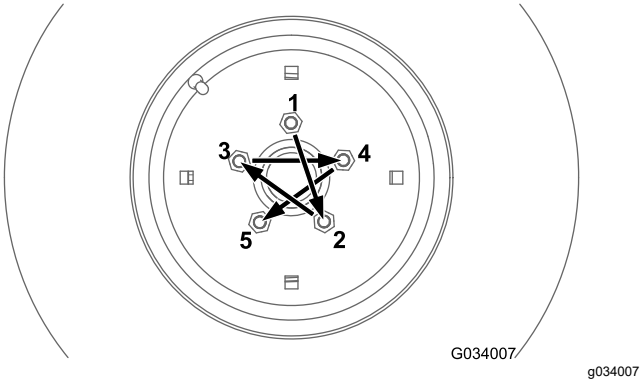
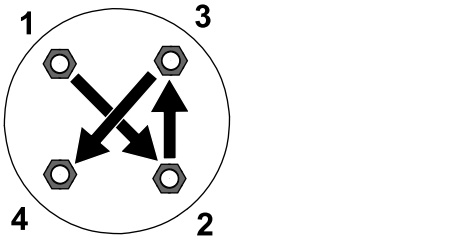

Figur 69
Figur 70
Dra åt hjulmuttrarna på fram- och bakhjulen (endast fyrhjulsdrivna maskiner) i det mönster som visas i Figur 69 och Figur 70 till angivet moment.
- Framhjul: se Figur 69
- Bakhjul (endast fyrhjulsdrivna maskiner): se Figur 70